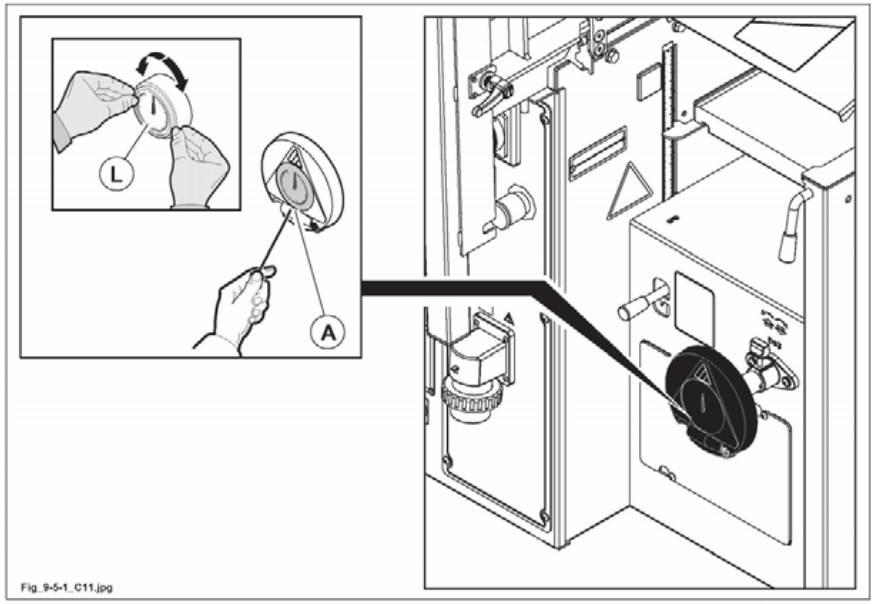

Abb. 9.5-1
Falls der Anzeiger (L Abb. 9.5-1) nicht richtig anzeigt, stellen Sie ihn folgendermaßen wieder ein:
- Drehen Sie die Schraube (A Abb. 9.5-1) heraus und bauen Sie den Anzeiger aus.